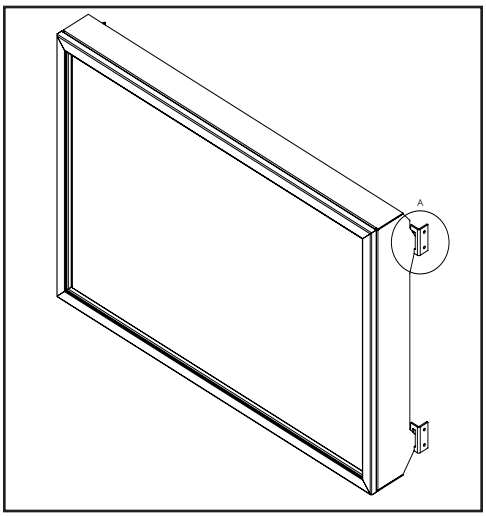

Figure 38a: Installing Safety Screen onto Cabinet Bracket (Parts removed for clarity)
To install the safety screen hold it upright in front of the fireplace with four (4) hooks pointing towards the fireplace. Slide the hooks into the corresponding brackets on each side of the cabinet (see figures 38a and 38b). Ensure the hooks are secure to confirm correct installation. To remove the safety screen unhook it from the brackets by liffting up and out.